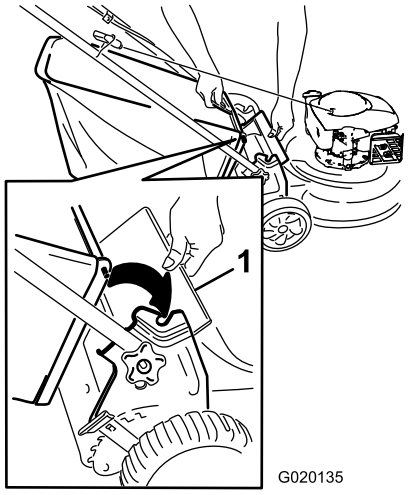

Figur 15
1. Lyft upp den bakre gräsriktaren (Figur 15).
2. För in gräsuppsamlarens handtag i spåren på handtagsfästena och se till att det sitter fast ordentligt (Figur 15).